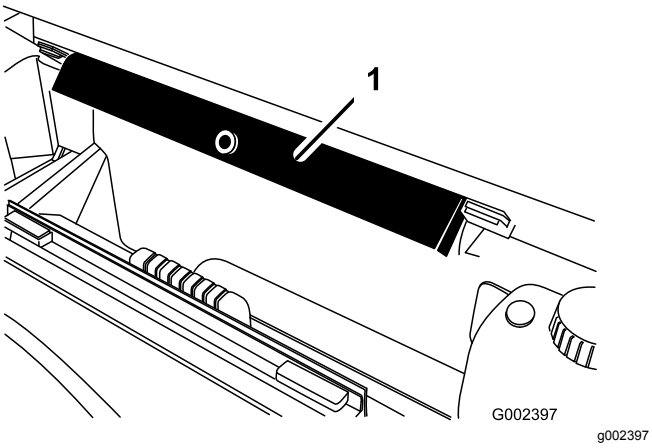

Figur 14
9. Ta loss flakstödet från förvaringsfästena baktill på vältskyddspanelen (Figur 14).